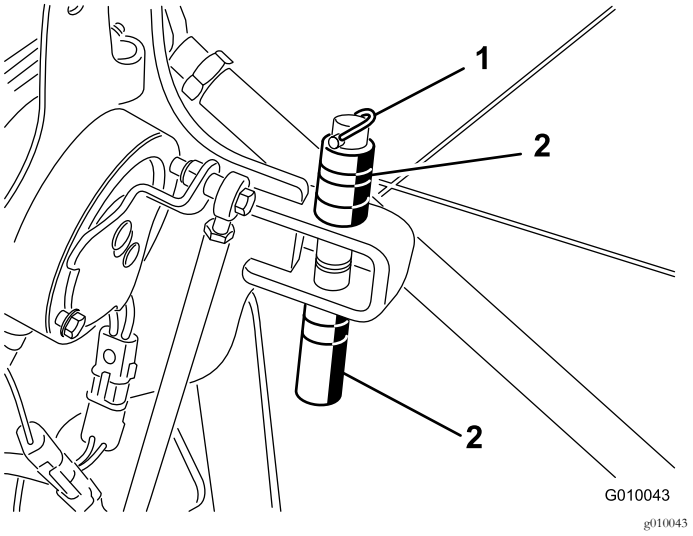

**Figur 28**
2. Fjern ringstiften som holder avstandsstykkene og dybdestiftene (Figur 28).